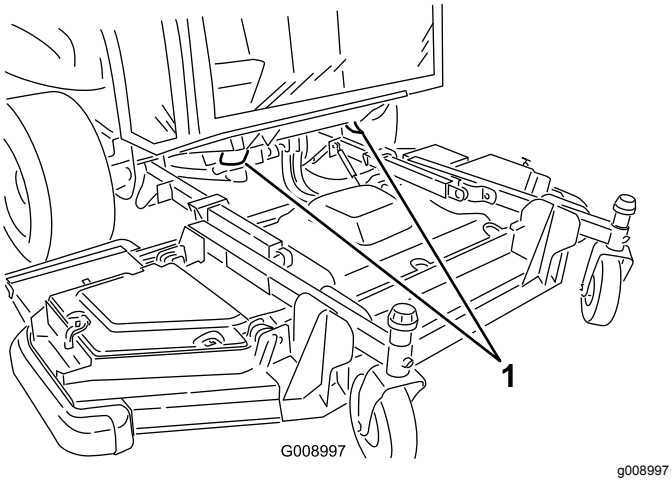

**Figur 77**
**Framtill på maskinen** – under förarplattformens främre del (Figur 77)